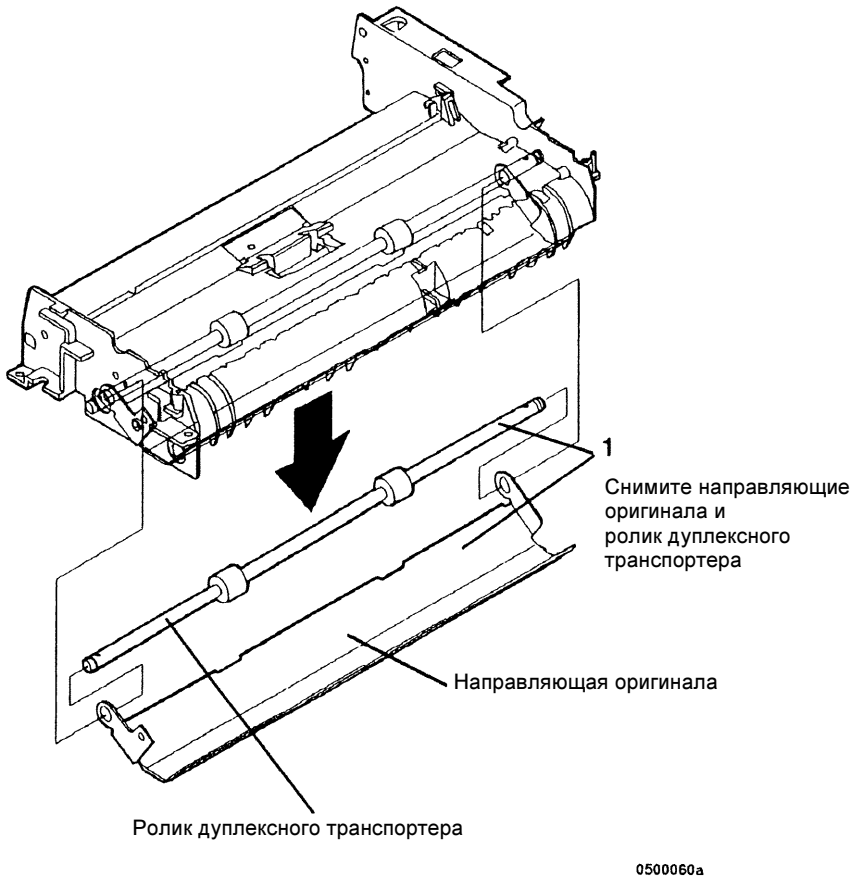

Рисунок 4 Снятие ролика дуплексного транспортера
6. (Рисунок 4): Снимите ролик дуплексного транспортера DSDF.